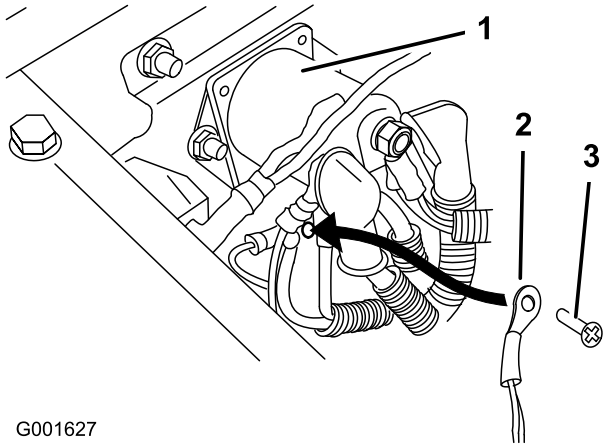

Figur 20
2. Ta bort en av jordskruvarna under elektromagneten (Figur 20).
3. Montera kablaget på jordblocket med jordskruven som du tog bort tidigare (Figur 20).